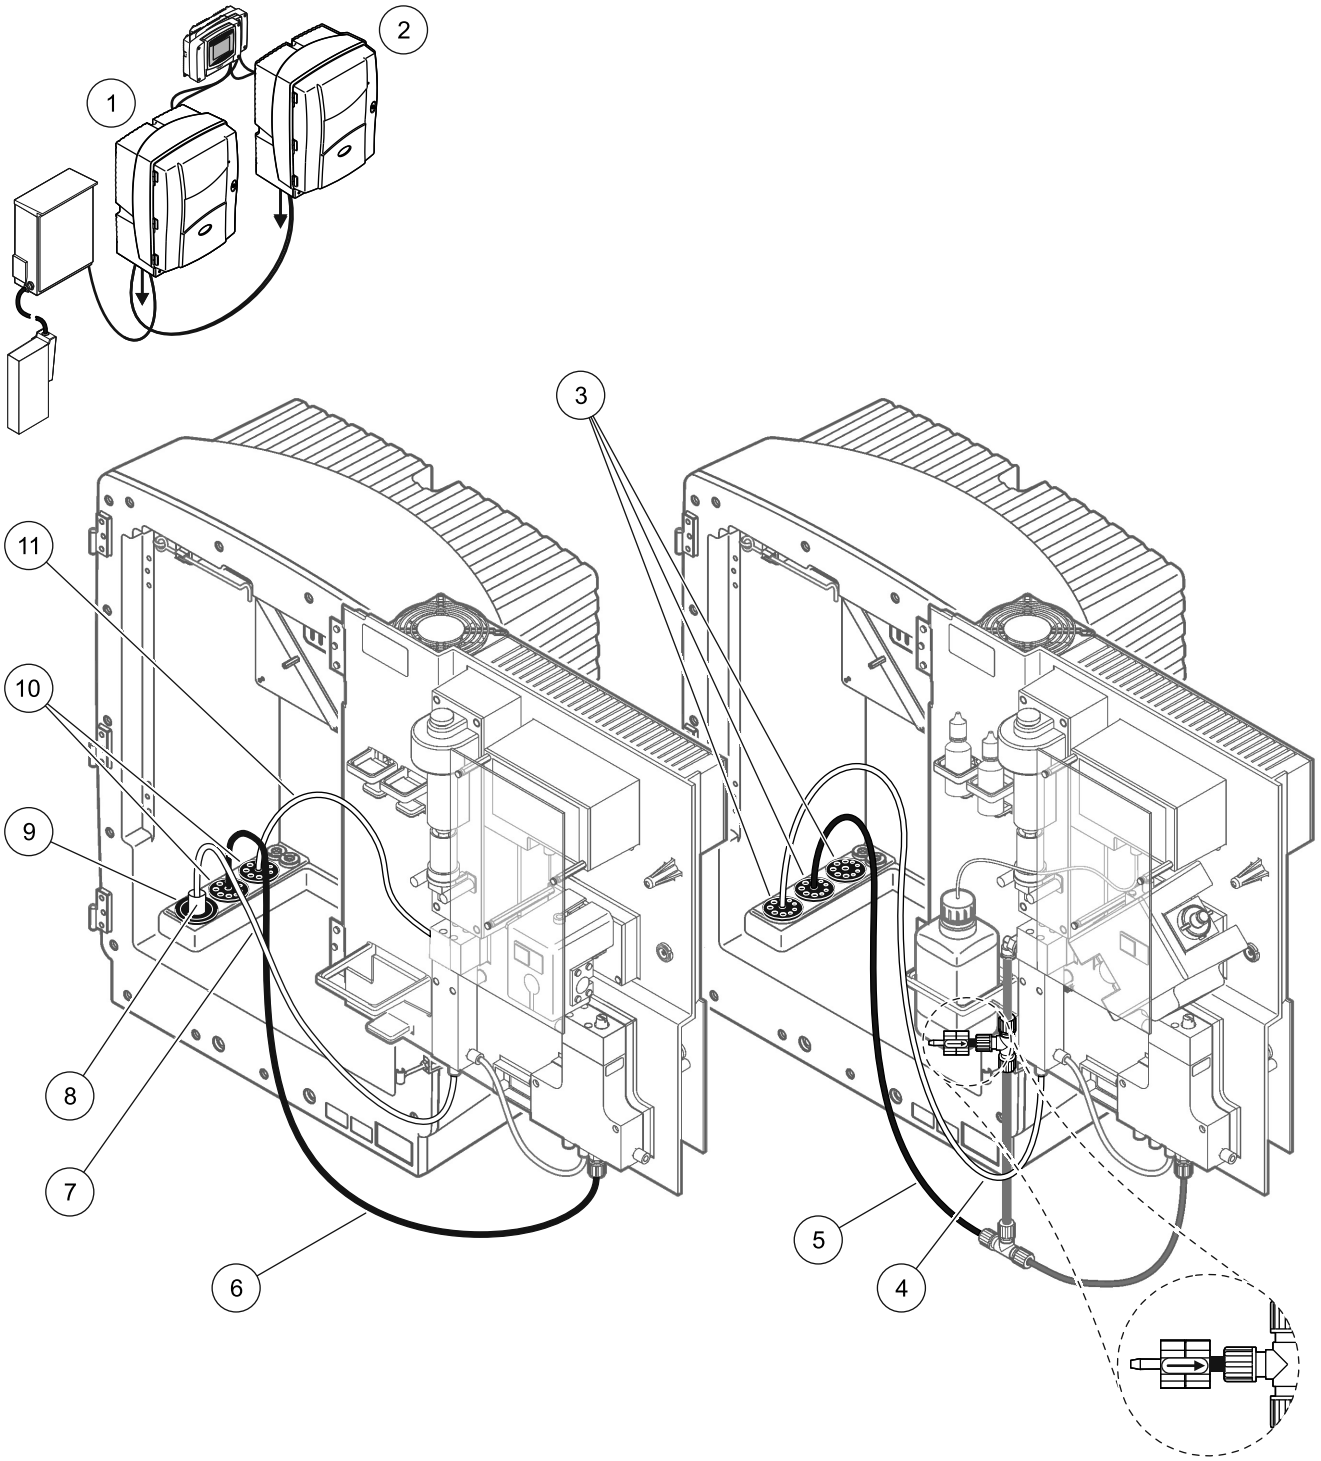

图 35 选项 8b 设置
请参考图 35 以及选项 8b 的以下说明：
a. 通过分析仪开口从 FILTRAX 引出加热的软管 （图 35，项目 8）。使用 1 号密封塞 加固。